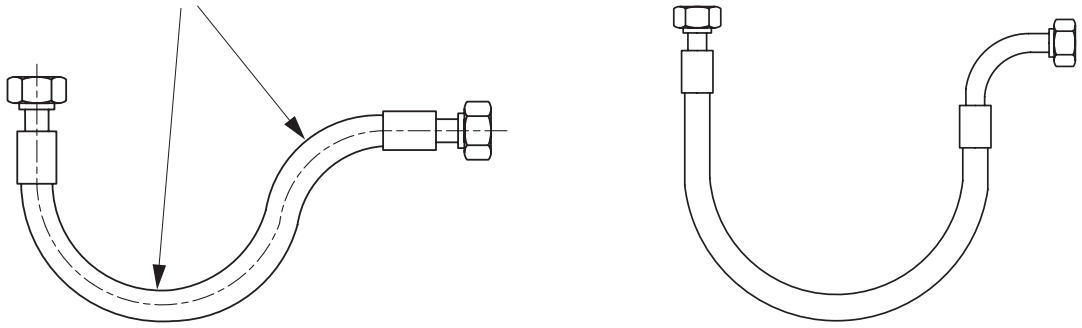
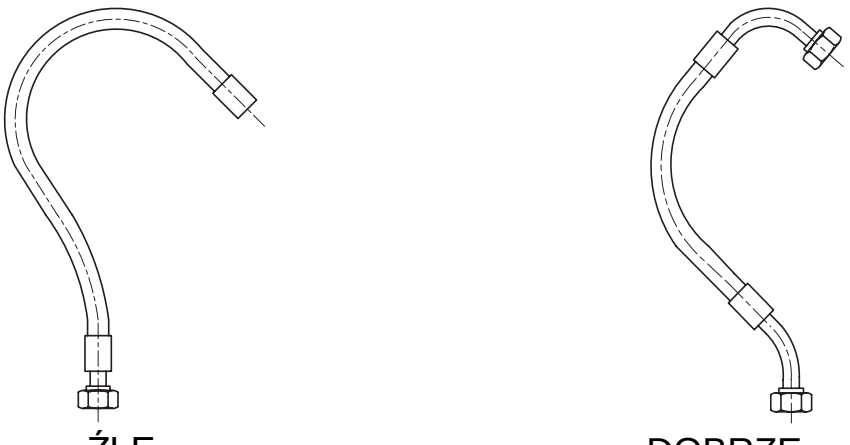
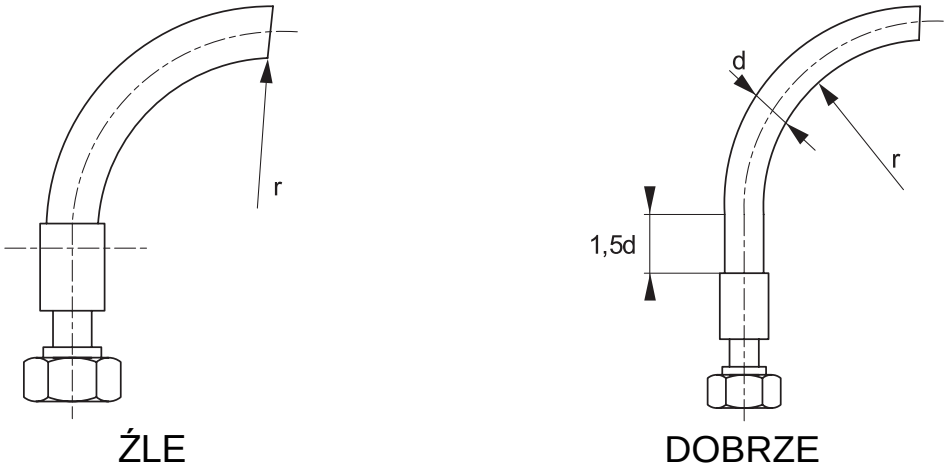
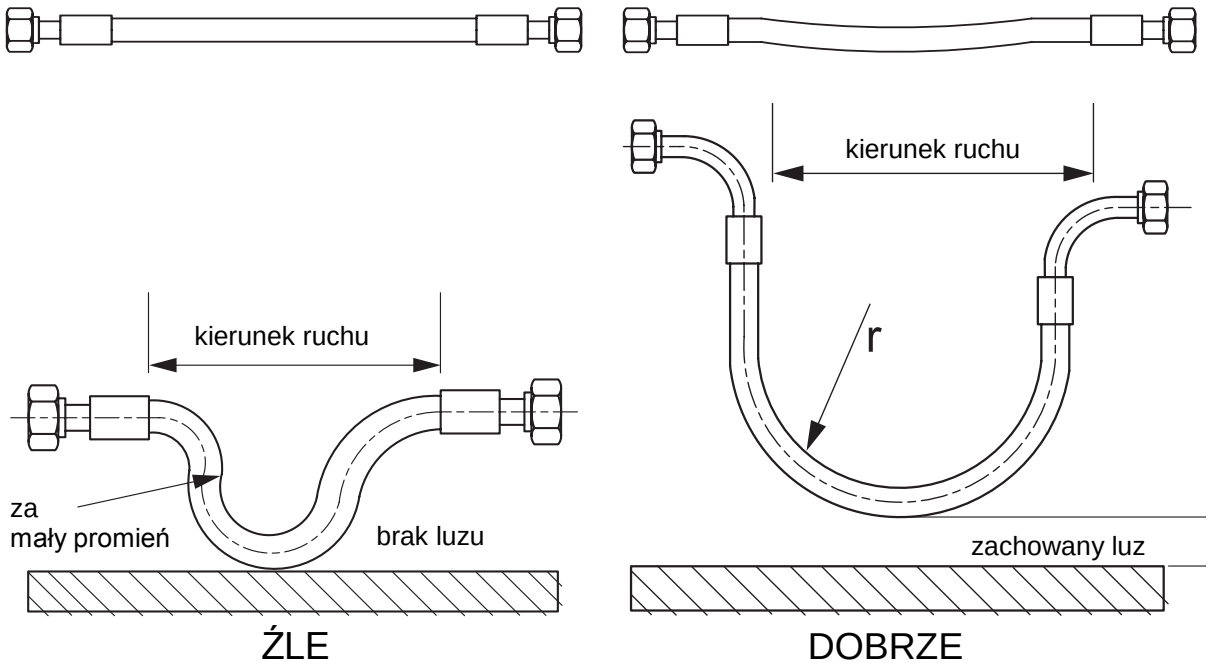

Rys. 3
Rys. 4
Rys. 6
Rys. 8
W zależności od rodzaju węża minimalny promień gięcia przewodu jest różny. W sytuacji, gdy niedostępne są wytyczne producenta węża, należy stosować się do wytycznych zawartych w normie DIN 20066 lub minimum w Tab. 1. Obserwować należy zalecenia dotyczące ułożenia przewodów zawarte na Rys. 3 i Rys. 4 oraz Rys. 6 i Rys. 8.
3.4.3. Przed gięciem węża zachować odcinek prosty za punktem przyłączenia wynoszący, co najmniej 1,5 średnicy węża – Rys. 6.
3.4.5. Należy unikać stosowania zbyt krótkich/zbyt długich węży. Węże nieznacznie skracają się pod wpływem ciśnienia, dlatego należy układać je z zachowaniem pewnego luzu, pamiętając o możliwych ruchach – Rys. 8.